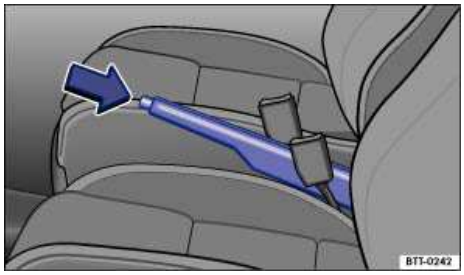

Fig. 124 Between the front seats: Parking brake.
- Pull the lever up slightly and press the release button ⇒fig. 124 (arrow).